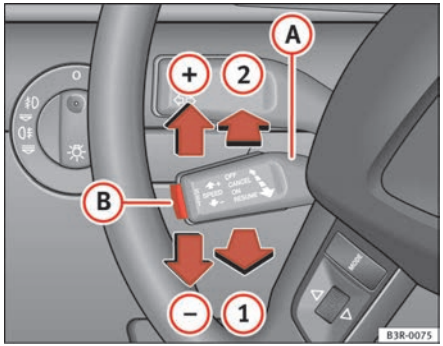

Fig. 143 Controls for the cruise control system
– Pull the lever (A) to position ⇒ fig. 143 (1) to enable the system.
– Briefly press button (B).
– Move the lever (A) up towards ⇒ fig. 143 (+).
– Move the lever (A) down towards ⇒ fig. 143 (-).
– You can increase the set speed in steps of 2 km/h by briefly pressing the lever (A) up towards ⇒ fig. 143 (+).
– You can decrease the set speed in steps of 2 km/h by briefly pressing the lever (A) down towards ⇒ fig. 143 (-).
If no speed was stored when the system was temporarily disabled, a new speed can be set as follows: drive at the desired cruising speed and briefly press button ⇒ page 171, fig. 143 (B) (SET).
- Press the lever (A) ⇒ page 171, fig. 143 to position (2) (click stop engaged).